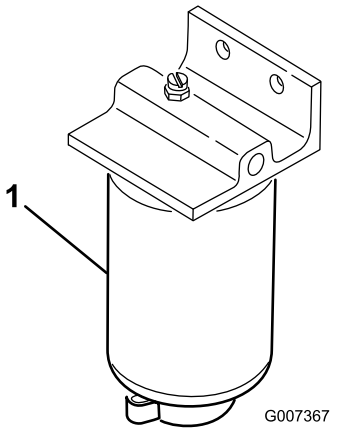

Figur 46
1. Placera en ren behållare under bränslefiltret (Figur 46).
2. Rengör området där filtret ska monteras (Figur 46).